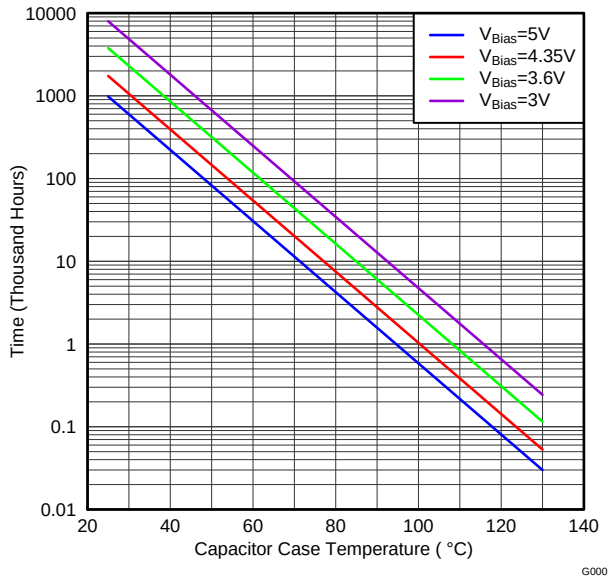
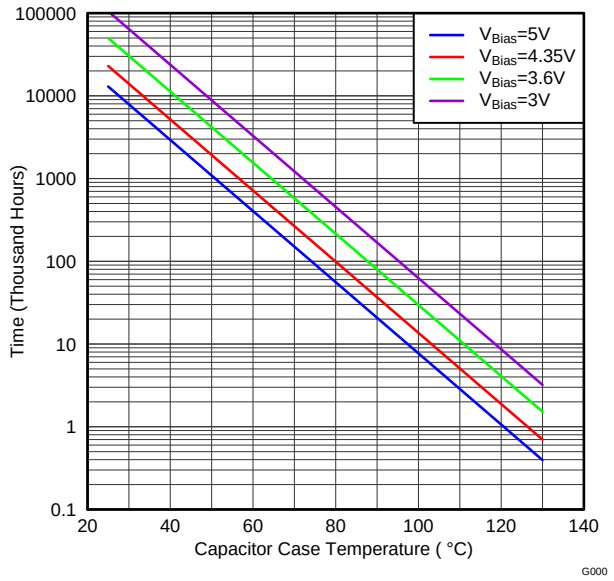

Figure 48. Capacitor Lifetime vs Capacitor Case Temperature
Figure 49. Capacitor B1 Lifetime vs Capacitor Case Temperature
Failures caused by systematic degradation can be described by the Arrhenius model. The most critical parameter (IR) is the Insulation Resistance (i.e. leakage current). The drop of IR below a lower limit (e.g., 1 MΩ) is used as the failure criterion, see Figure 48. Figure 49 (B1 life) defines the capacitor lifetime based on a failure rate reaching 1%. Note that the wear-out mechanisms occurring in the MLCC capacitors are not reversible but cumulative over time.